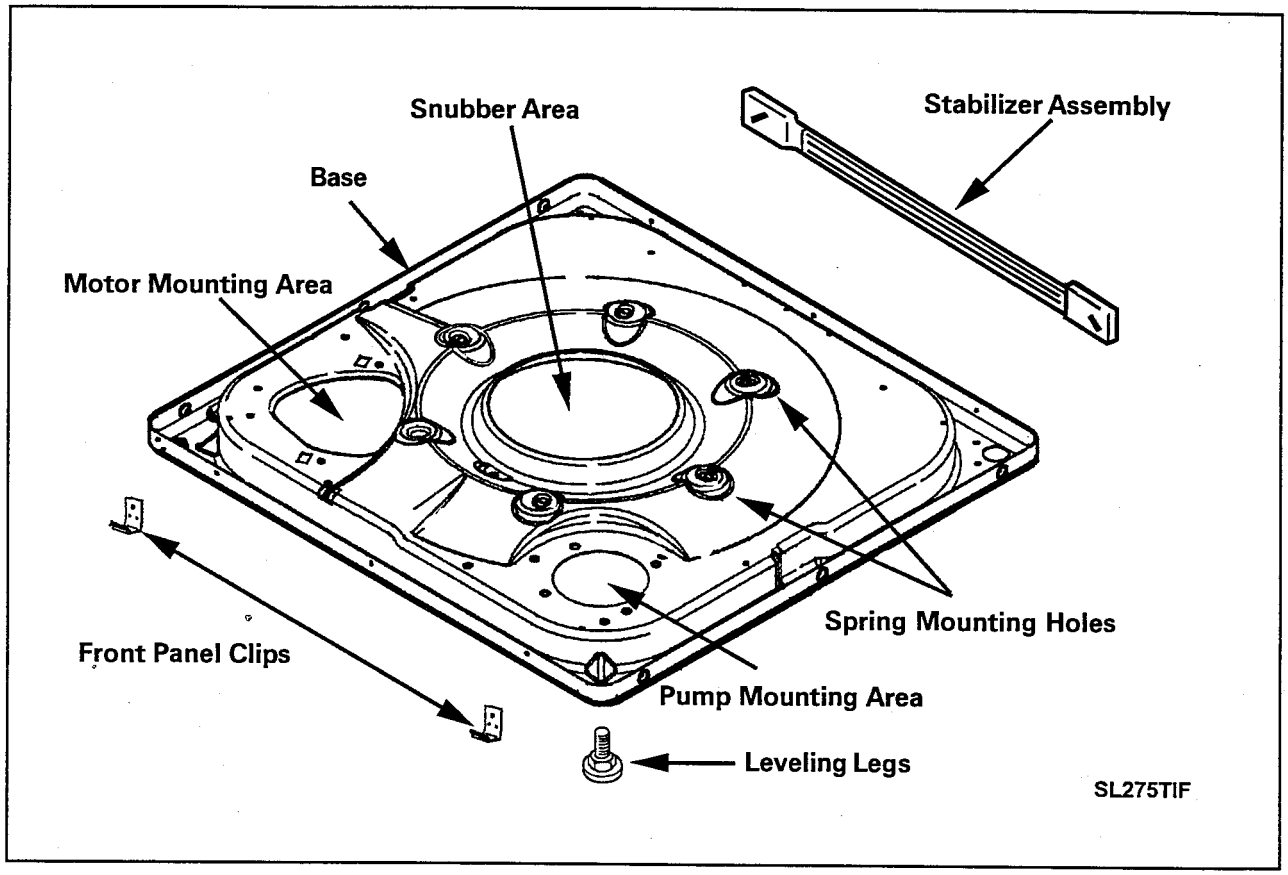

Figure 4-21
There is a spherical configuration on the lower end of the brake/transmission/tub assembly. This spherical shape rides on the raised dome-like area in the center of the base. The mounting is similar to a ball joint and allows the housing to move freely in all directions ***(Figure 4-21).***
3. Tip or lay washer down, either forward or on the side. Remove the screws from the underside of the base that attaches the stabilizer assembly to the rear of the base ***(Figure 4-21).***
5. To disassemble the stabilizer assembly after removal, drive the two (2) foot pins out of the feet and brackets.